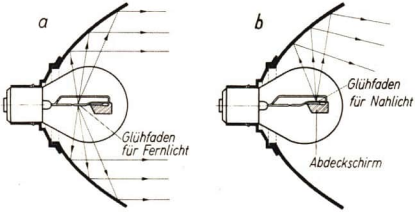

Abb. 19. Strahlengang beim Autoscheinwerfer bei verschiedenen Stellungen der Lichtquelle
4. Anwendungen des Hohlspiegels. In jeden Autoscheinwerfer ist ein Hohlspiegel eingebaut (Abb. 19). Die Lichtquelle muß im Brennpunkt liegen, wenn das austretende Lichtbündel parallelstrahlig sein soll. Zur Beleuchtung der Fahrbahn benutzt man aber ein Lichtbündel, das etwas auseinandergeht, damit eine genügend große Fläche beleuchtet wird. Allerdings wird beim Autoscheinwerfer kein Kugelspiegel verwendet. Aus besonderen Gründen hat man hier eine andere Form vorgezogen, bei der die Krümmung der Spiegelfläche von der Mitte zum Rande hin allmählich abnimmt. Man nennt solche Spiegel *Parabolspiegel*. Die Wirkungsweise ist jedoch ähnlich der des Kugelspiegels. Die Glühbirne im Autoscheinwerfer ist mit zwei Glühfäden versehen, von denen der Fahrer je nach Bedarf den einen oder den anderen einschalten kann.